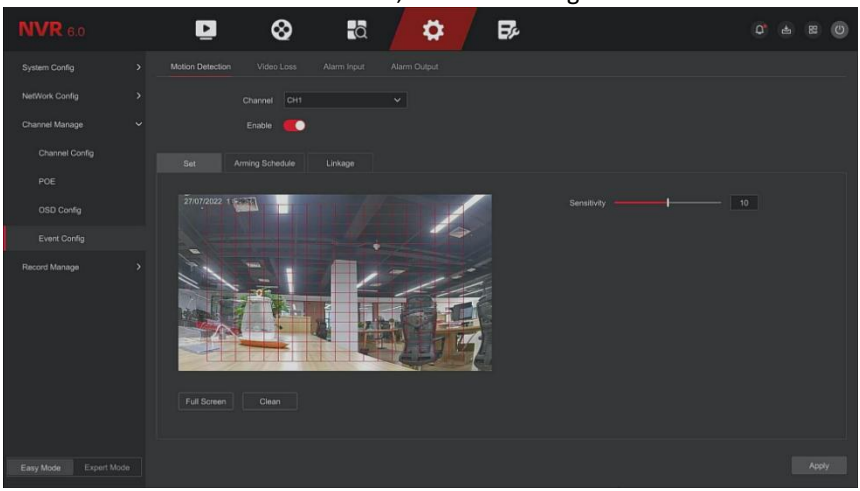

Figure 5-38
- ✓ Use the mouse to draw the area that needs motion detection on the channel video, as shown in Figure 5-38 below.